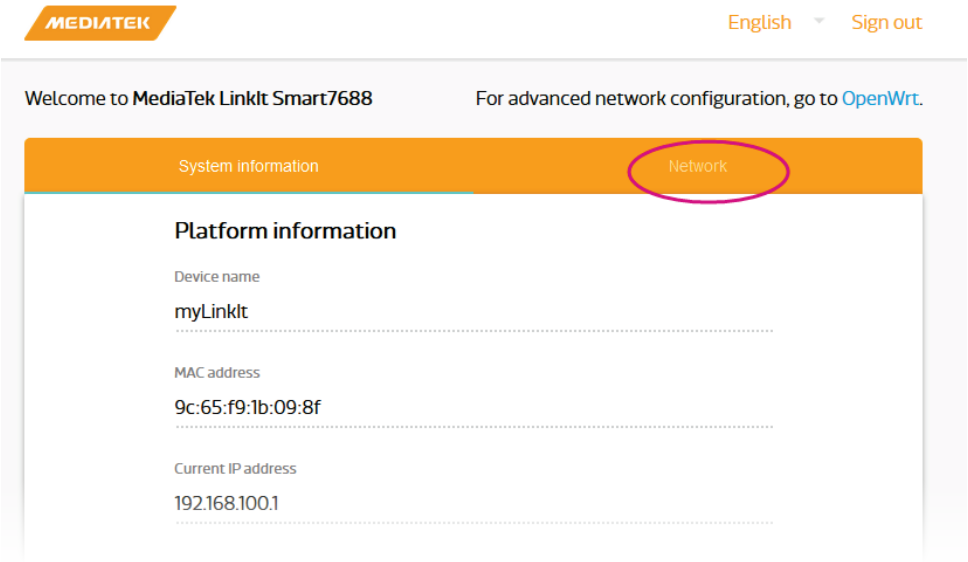

Figure 20 Change networking setting in Web UI
1) Click Network button on upper right as shown in Figure 20